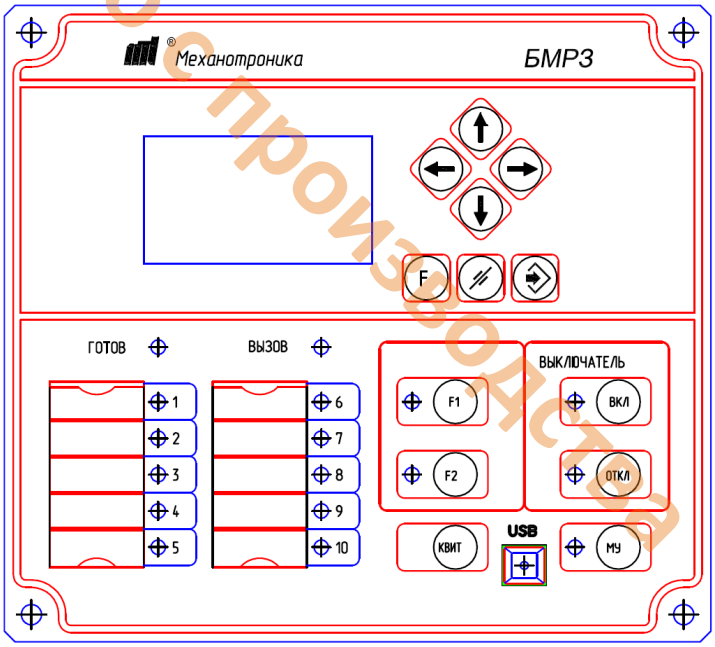

Рисунок 2 - Пример лицевой панели блока
2.6.1.5.4 Пульт содержит (см. рисунок 2):